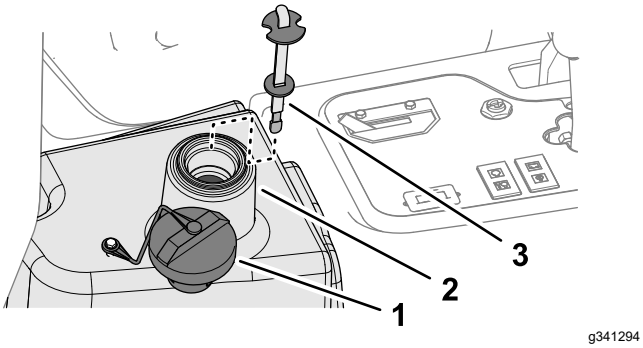

Figur 91
4. Fyll tanken (Figur 91) med cirka 22,7 liter hydraulvätska. Se Specifikation för hydraulvätskan (sida 60).